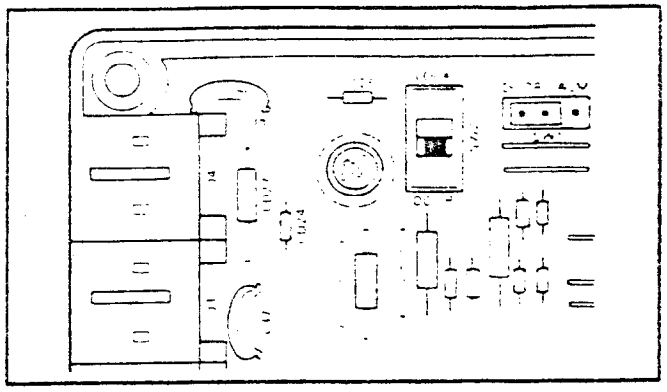

FIGURE 12
05.52 Remove the HDCB cover and locate (per Figure 12) **SW2** and **SW1** in the upper left corner (**SW1** controls output C, **SW2** controls output B).